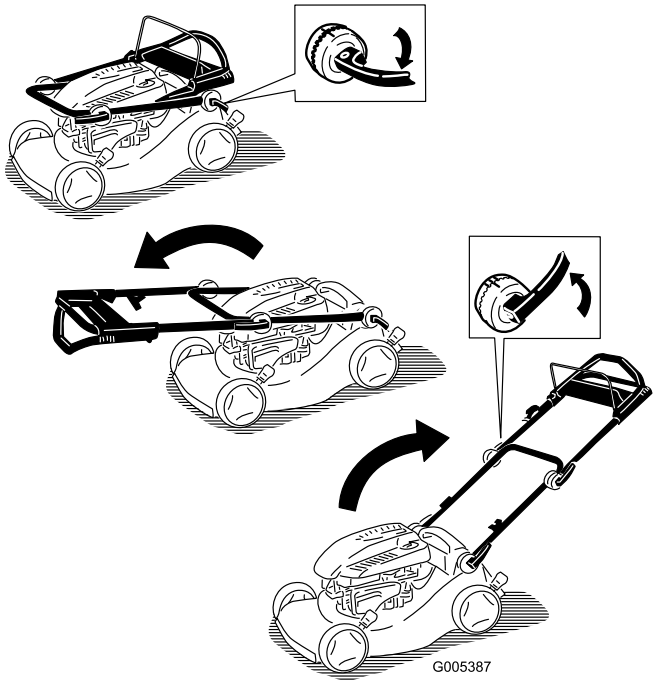

**Figur 3**
1. Lås håndtagslåsene op, flyt håndtagene til betjeningspositionen, og lås håndtagslåsene (Figur 3).